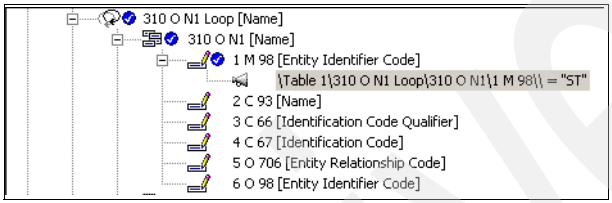

Figure 18-10 Using the assignment command
1. Use the assignment command in the mapping commands window to apply this value as shown in Figure 18-10.